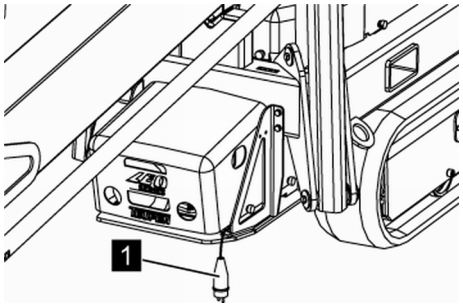

Fig. 41: 230V connection
1. *Connect the plug (*Fig. 41*/1) to the 230 V extension cable. Here, heed the required cable lengths (‘Cable lengths’ on page 42).*